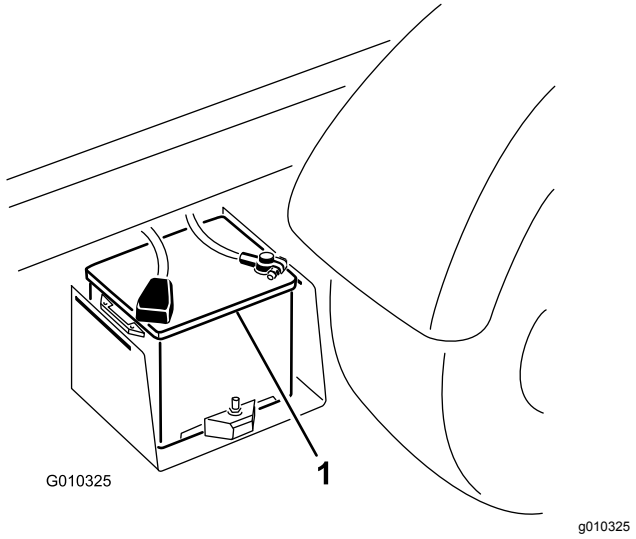

Figur 52
2. Koble de to batterienes positive poler til hverandre med en startkabel (Figur 52).